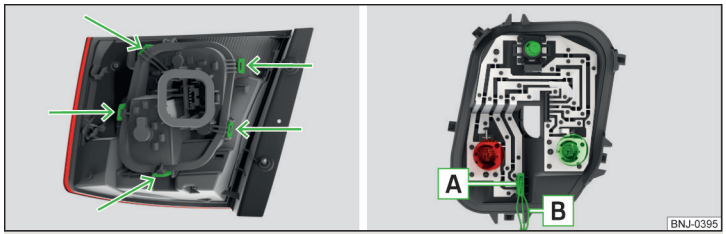

Fig. 232 **Parte exterior de las luces/ Soporte con bombillas**
› Desbloquee el portalámparas en las áreas señaladas con las flechas » fig. 232 y extraerla de la lámpara.
- Antes de colocar el portalámparas verificar en la lámpara, si el conector A » fig. 232 está colocado correctamente entre la lámpara y el portalámparas.